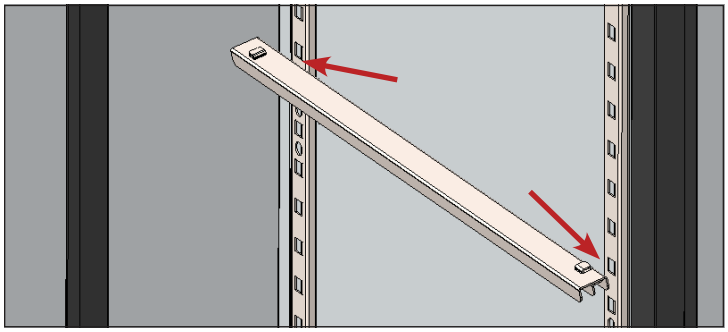

***Fig. 1.*** Line the tabs up with the notches.
2. Align the shelf/pan slide tabs with the notches in the front and rear pilasters at the desired height. See fig. 1.